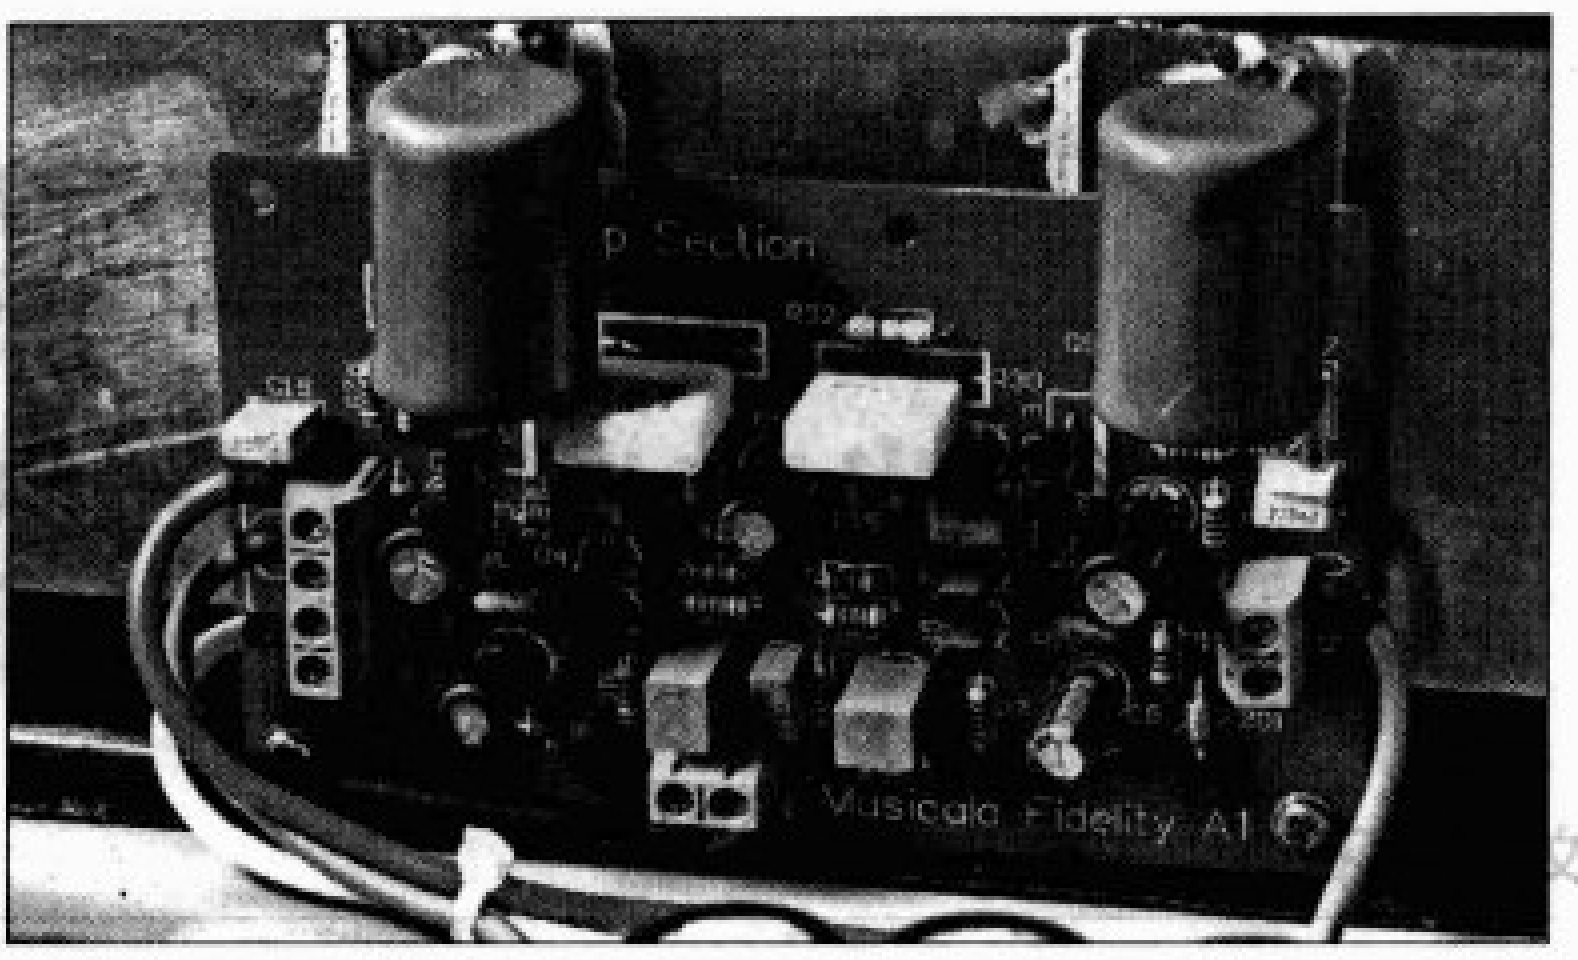

图 4
3. 对照图纸把元件逐一插入板子（先阻容元件，后三极管和大件），检查无误后再焊接，最后对焊点进行清理。焊好元器件的电路板如图 4 所示。